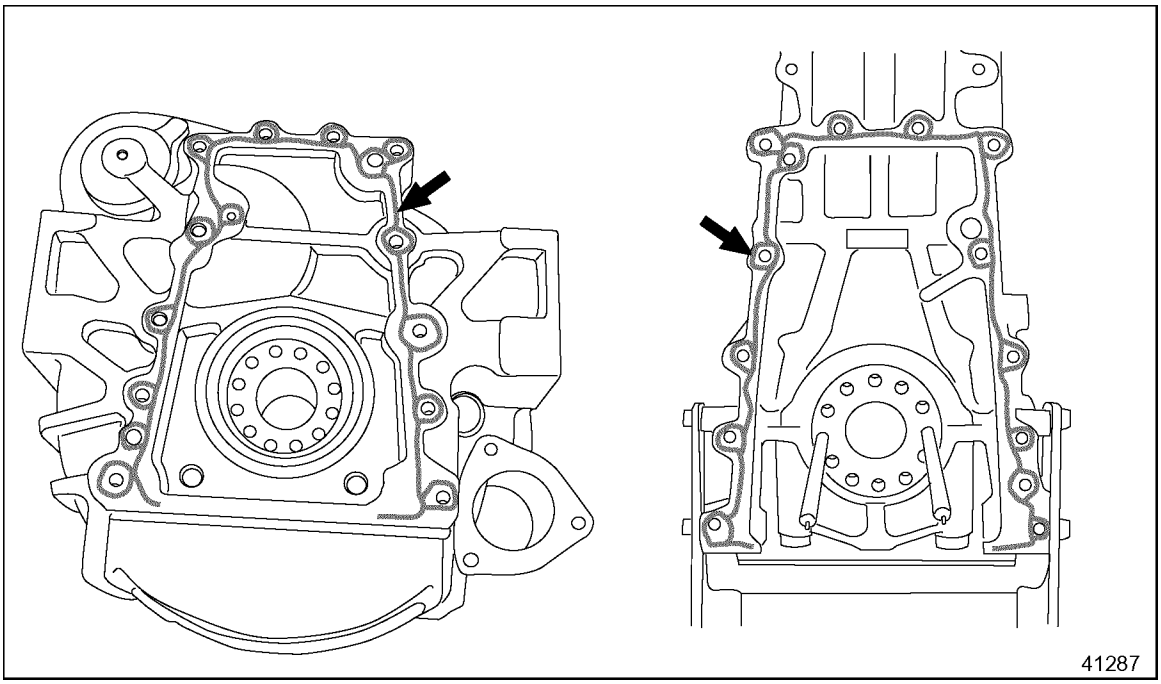

Figure 9-13 Application of Gasket Eliminator®
3. Apply Gasket Eliminator®, Kent-Moore® part number or equivalent PT 7276, to sealing surface of the flywheel housing or the block whichever is easier. See Figure 9-13.